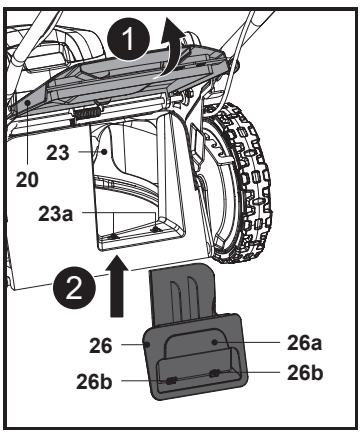

Fig. 12
1. Deschide deflectorul spate (20), ține în poziție mânerul încastrat (26a) și introdu accesoriul de mărunțire (26) în jgheabul de evacuare spate (23) (fig. 12). Asigură-te că cele două cleme de blocare (26b) se fixează în fante (23a).